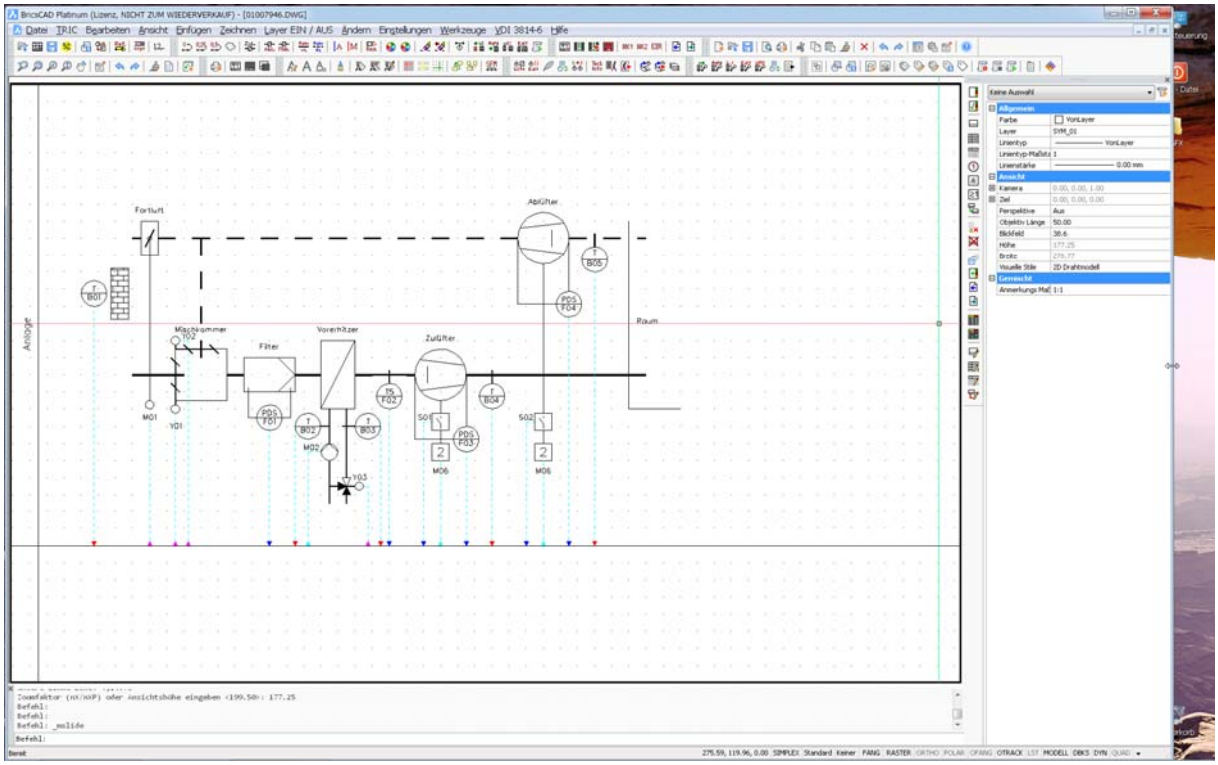

Bild 3.10 – *WMF Testen* mit maximaler Höhe und angepasster Breite des BricsCAD-Fensters
- Bild 3.10 zeigt das selbe Automationsschema in einem auf maximale Höhe gezogenen BricsCAD-Fenster. Die Breite wurde mit Hilfe von *WMF Ausgabe Testen* so angepasst, dass der Zeichnungsrahmen gerade vollständig umschlossen wird.